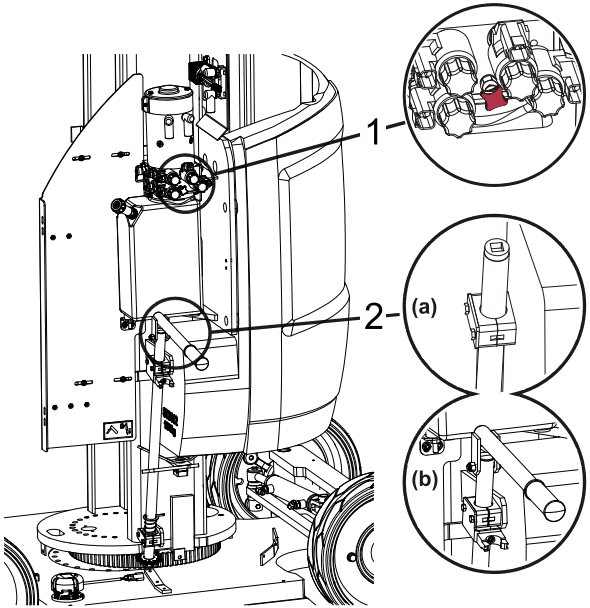

Figure 3-5. Manual Swinging Operating Devices
- a rotary valve (1) located on the pump/motor control valves assembly to release the swinging motor (Refer to Figure 3-5.).
- a pinion (2), located below the pump/motor control valves compartment, that can be operated using, depending on equipment, a square 1/2 inch ratchet wrench (a) or the folding lever (b).